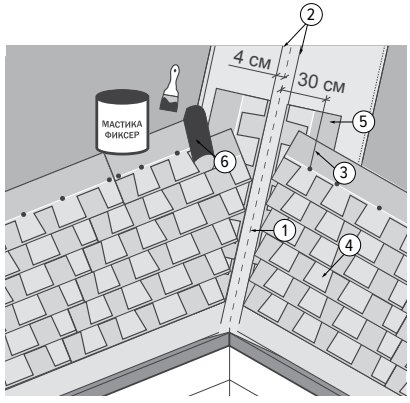

Рис. 11
1. Линия установки вертикального гонта (Рис. 11 — 5) в сторону оси ендовы (Рис. 11 — 1). Ширина желоба ендовы варьируется от 40 до 150 мм.
2. Линия фиксации (Рис. 11 — 3) гибкой черепицы на расстоянии не менее 300 мм от оси ендовы.
Производится отбивка мелованных линий установки вертикального гонта (Рис. 11 — 5) и линий фиксации (Рис. 11 — 3) с помощью шнурки (отбивки).